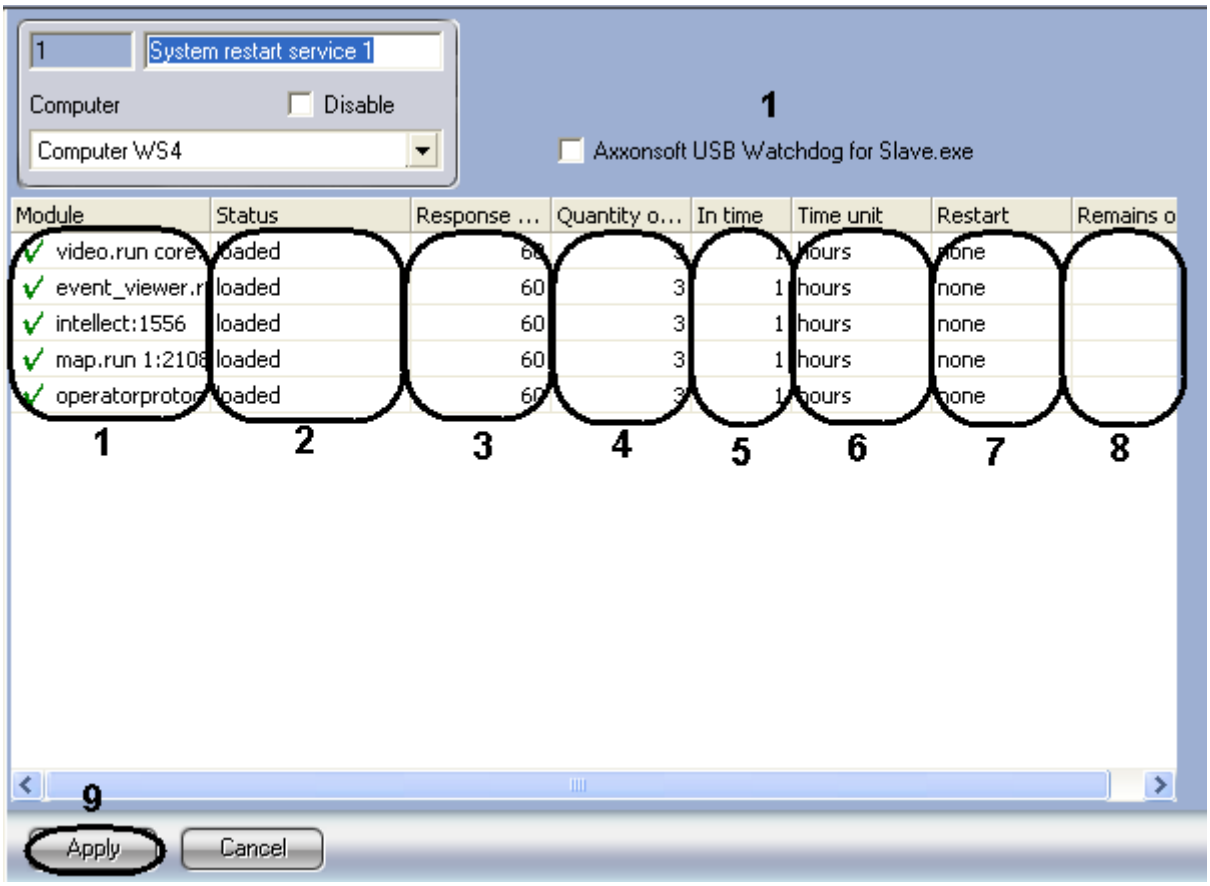

Figure 8.12-3 Configuring the software control of workability
1. Go to the settings panel for the “System restart service” object (Figure 8.12-3).
2. The list of run modules on this computer is displayed automatically in the “Module” column (Figure 8.12-3, 1).
3. The current state of modules is automatically displayed in the “Status” column (Figure 8.12-3, 2).
4. In the “Response timeout, sec”, type-in the time period in seconds during which the response from the module will be waited (Figure 8.12-3, 3).
5. In the “Quantity of restart” field, type-in the maximum of restarts (module or Intellect core) that can be performed within the specified time period (Figure 8.12-3, 4).
6. In the “In time” field, type-in the new value and/or select in the “Time unit” dropdown list the required metric unit of period to change the value of time period during which the maximum restarts can be performed (Figure 8.12-3, 5-6).
7. In the “Restart” dropdown list, select the required method of restart (Figure 8.12-3, 7).
8. The remaining number of restarts within the specified time period is automatically displayed in the “Remains of restarts” column (Figure 8.12-3, 8).
9. To save changes, click the “Apply” button (Figure 8.12-3, 9).